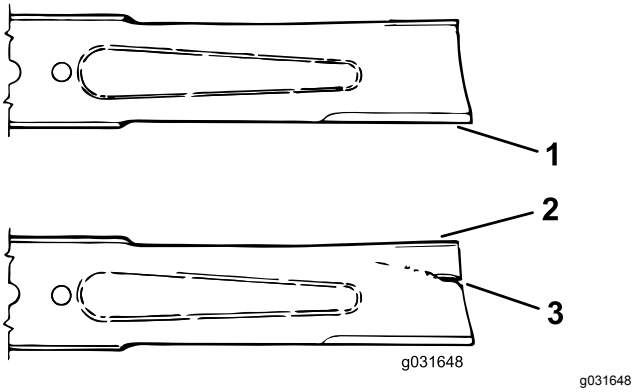

图 73
3. 仔细检查刀片的剪草端特别是刀片平面和曲面交接的部分 (图 73)。